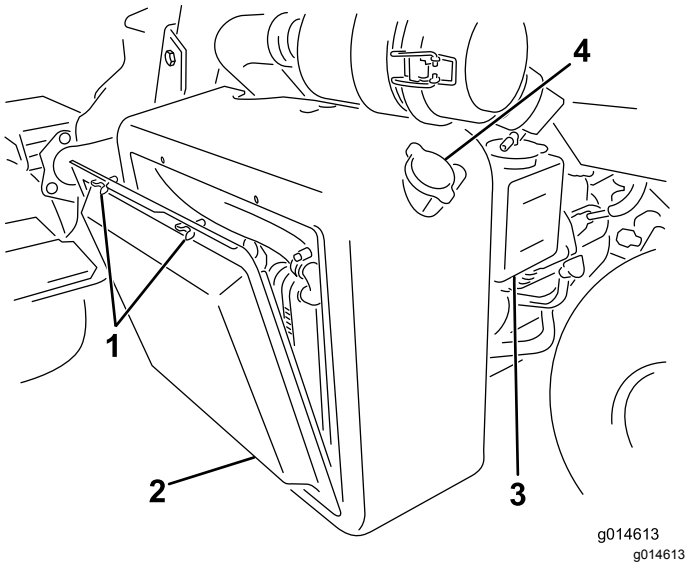
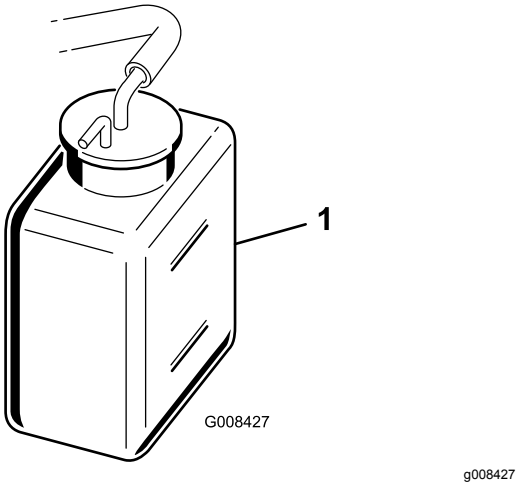

Figur 35
Figur 36
1. Ta bort kylargallret (Figur 35).
2. Kontrollera kylvätskenivån (Figur 35 och Figur 36).